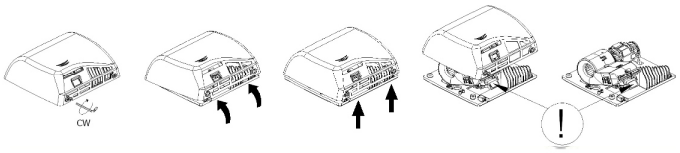

Bild Nr. 1 Bild Nr. 2 Bild Nr. 3 Bild Nr. 4
1. Die beiden unteren Schrauben mit dem dafür vorgesehenen Spezialschlüssel im Uhrzeigersinn (CW) drehen, bis sie vollständig eingeschraubt sind (siehe Bild Nr. 1).